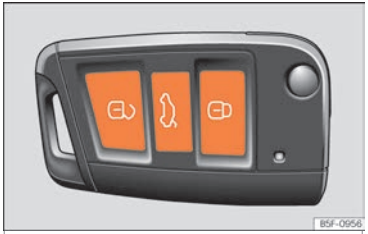

Fig. 75 Clé à radiocommande : touches.
- Verrouiller : appuyez sur le bouton 🔒 ››› fig. 75.